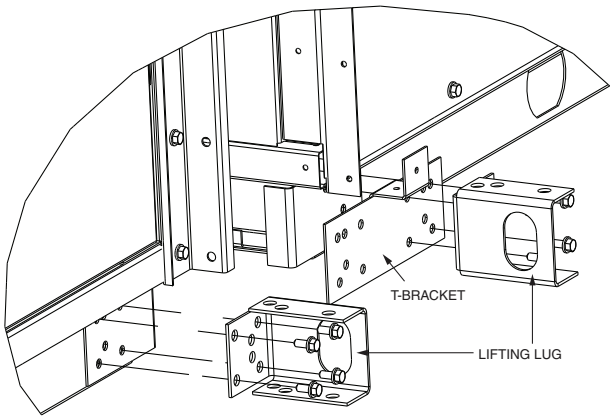

Fig. 14 — Base Rail Split — T-Bracket
1. Remove the lifting lugs on the inlet side of the coil/fan section and those on the outlet side of the accessory section to liberate the T-bracket. See Fig 14.